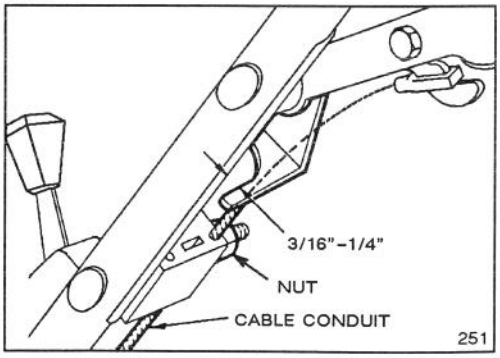

Figure 19
2. CHECK ADJUSTMENT (Fig. 19)—Move control bar toward handle until slack in wire is removed. Gap between brake lever and handle must be 3/16"-1/4". See step 3 for adjustment.
3. ADJUST CABLE CONDUIT—Loosen nut on cable bracket (Fig. 19). Insert 3/16"-1/4" object between brake lever and handle. Pull down on cable conduit until slack is removed. Then tighten nut.